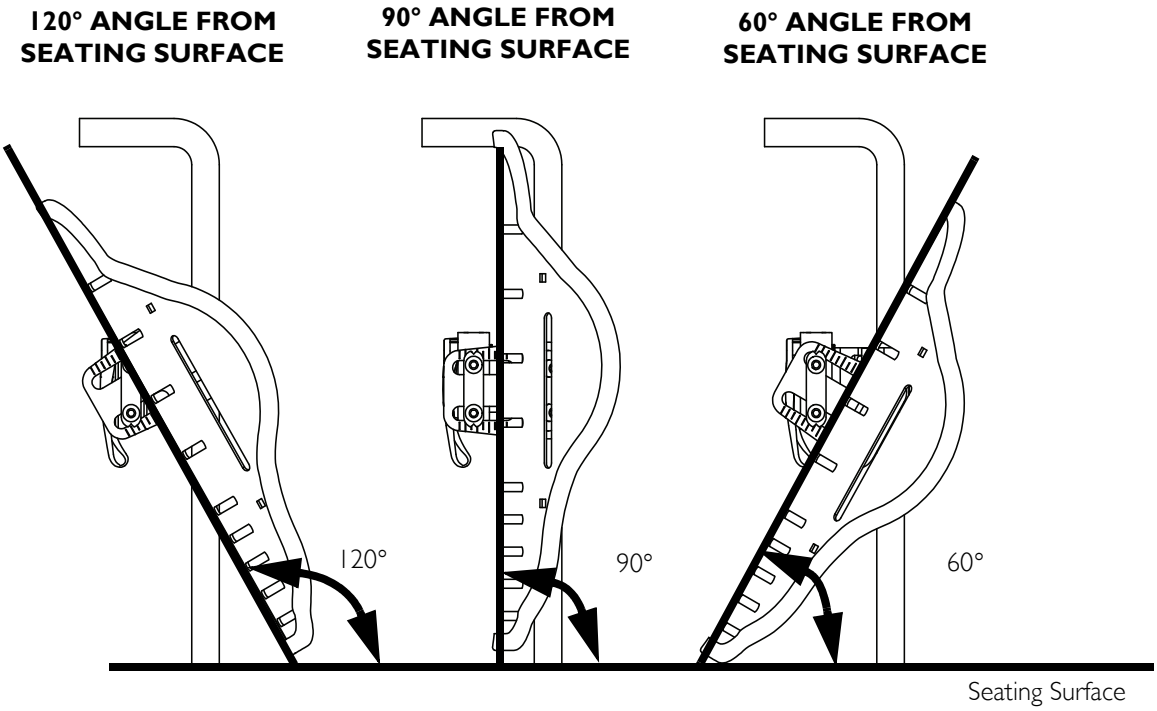

**FIGURE 2.7** Adjusting the Back Depth and/or Angle
*NOTE: For this procedure, refer to FIGURE 2.7.*